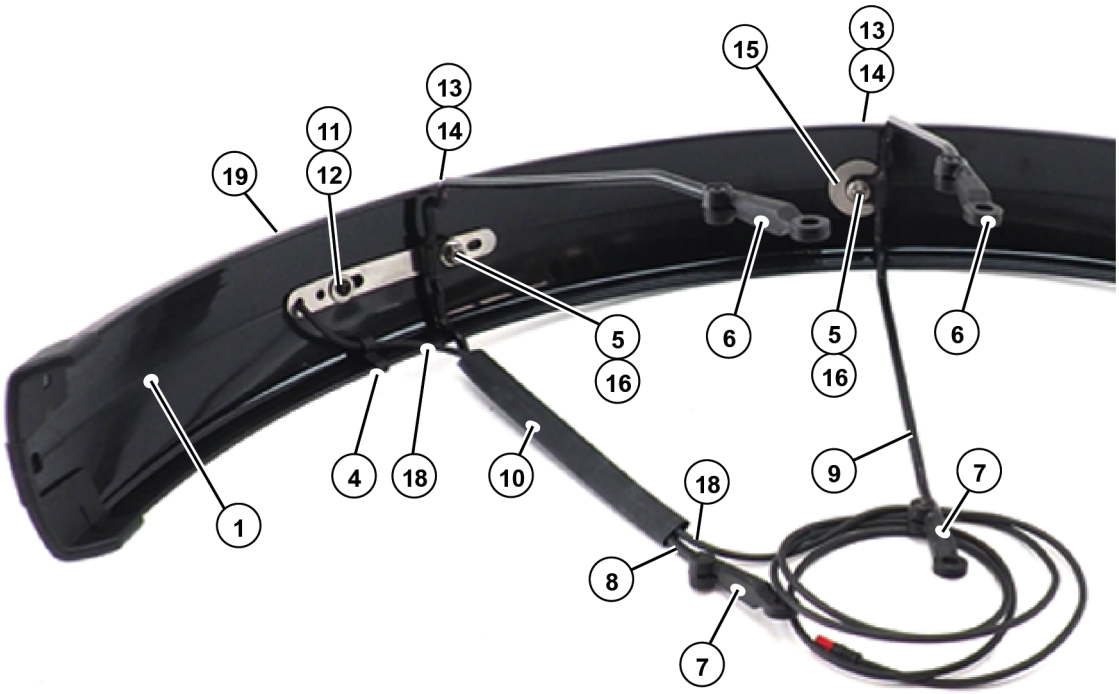

Abb. 04
2. Rücklicht (19) an Rücklichtkabel (18) wieder anschließen, an der Rückseite des Schutzbleches (1) positionieren (Wiedermontage ohne Abb.) und mit Befestigungselementen (11) und (12) befestigen, siehe Abb. 04.
3. Rücklichtkabel (18) mit Befestigungselement (4) an Schutzblech (1) befestigen.
4. Rücklichtkabel (18) mit Schrumpfschlauch (10) an Schutzblechstrebe (8) (lange Variante) befestigen.
5. Schutzblechstrebe (8) an Schutzblech (1) positionieren und 1x mit Befestigungselement (13), (14), Kabelschelle (5) und Befestigungselement (16) befestigen. Anzugsmoment: 4 Nm.
6. Schutzblechstrebe (9) (kurze Variante) an Schutzblech (1) positionieren und 1x mit Befestigungselement (13), (14), Kotflügelscheibe (15), Kabelschelle (5) und Befestigungselement (16) befestigen. Anzugsmoment: 4 Nm.
7. Strebenaufnahme, rechts (6) an Schutzblechstrebe (8) und (9) befestigen. Anzugsmoment: 1 Nm.
8. Strebenaufnahme, links (7) an Schutzblechstrebe (8) und (9) befestigen. Anzugsmoment: 1 Nm.